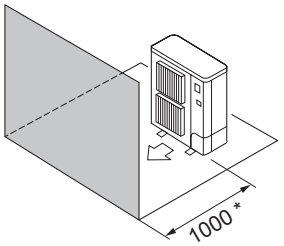

Fig. 2-10
(4) Obstacles uniquement à l'avant (Fig. 2-10)